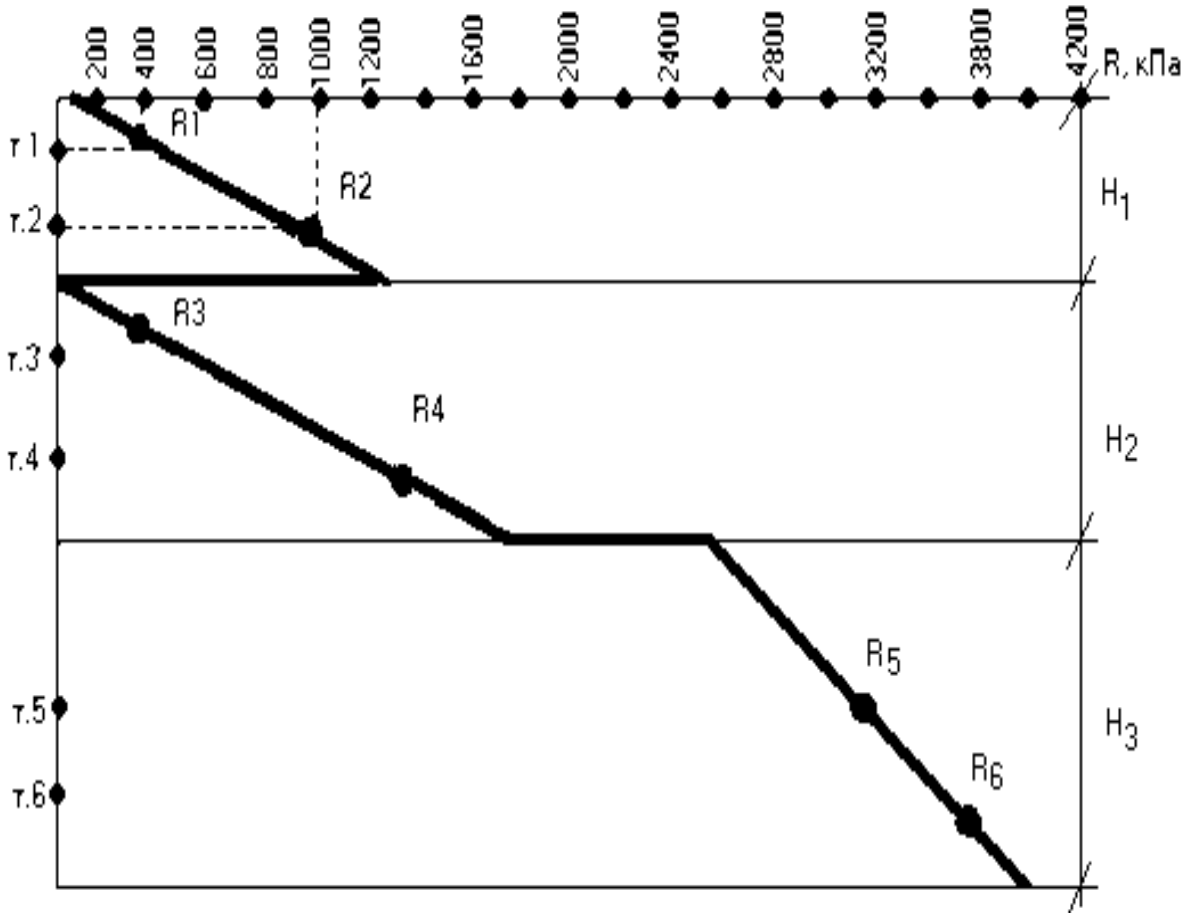

Рис. 2. Эпюра расчётных сопротивлений грунта
7. После того, как будут определены расчетные сопротивления во всех шести точках, по этим данным необходимо построить эпюру расчетных сопротивлений грунта (рис. 2) этим данным.